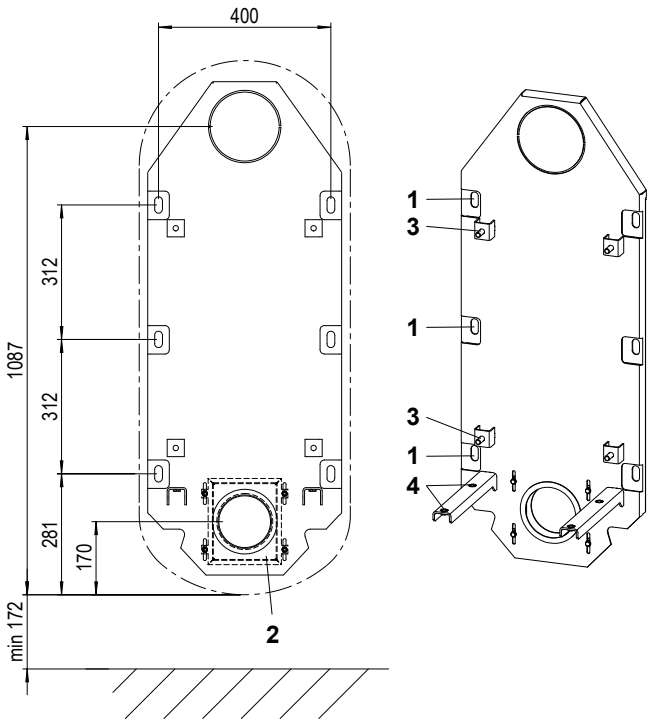

fig. 5 Support mural
- Le support mural est déjà monté sur le poêle à sa livraison. Déposer le support mural de l'appareil pour le monter au mur. Pour ce faire, desserrer les 4 écrous de fixation M12 pour sortir le support mural de l'appareil vers l'arrière (voir fig. 5).
- Positionner le support mural sur le mur à l'endroit choisi à l'aide d'un niveau à bulle, le maintenir et marquer les six trous à percer (voir fig. 5).
- Il est possible si besoin d'ajuster la position de l'appareil à l'aide des vis de réglage dans les patins (fig. 5).